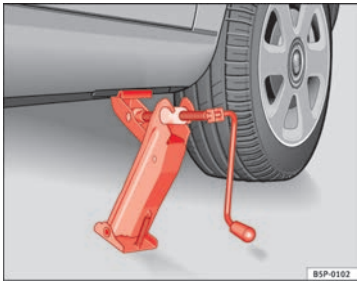

Fig. 158 Fitting the jack
– Align the jack so that the arm of the jack fits around the rib under the door sill and the movable base plate of the jack is flat on the ground ⇒ fig. 158.